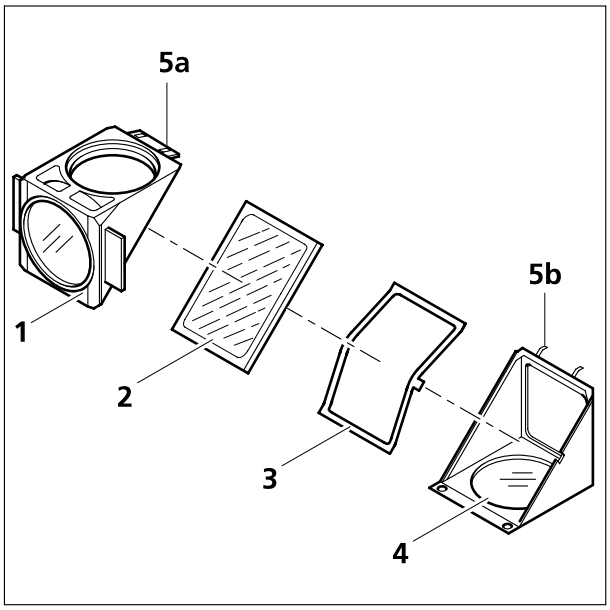

Bild 3-49 Farbteiler wechseln
- Die nun oben liegende Modulhälfte **Anregung** (Bild 3-49/**1**) nach oben kippen und aus den Halteelementen (Bild 3-49/**5b**) der unteren Modulhälfte **Emission** (Bild 3-49/**4**) herausheben.
- Farbteiler (Bild 3-49/**2**) und Federrahmen (Bild 3-49/**3**) aus unterer Modulhälfte entnehmen.
- Alten Farbteiler entfernen und den neuen vorsichtig mit der reflektierenden Seite nach oben zeigend auf den Federrahmen (Bild 3-49/**3**) auflegen und beide Teile zusammen in die untere Modulhälfte einlegen. Darauf achten, dass sich die seitliche Lasche des Federrahmens in der entsprechenden Aussparung der unteren Modulhälfte befindet.
- Modulhälfte **Anregung** (Bild 3-49/**1**) auf die Modulhälfte **Emission** (Bild 3-49/**4**) aufsetzen – Halteelemente (Bild 3-49/**5b**) und Ösen (Bild 3-49/**5a**) greifen ineinander. Beide Hälften zusammenhalten und wieder in Einbaulage umdrehen.